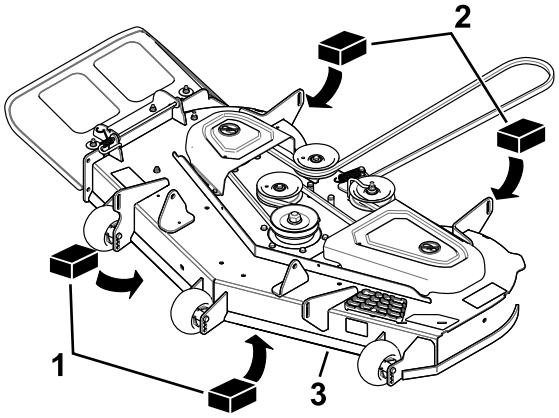

Figur 73
3. Lägg två klossar, var och en med en tjocklek på 6,6 cm, under var sida av klippdäckets framkant, men inte under antiskalpvalsens fästen (Figur 73).
4. Lägg två klossar, var och en med en tjocklek på 7,3 cm, under klippdäckskjolens bakkant, en på var sida av klippdäcket (Figur 73).